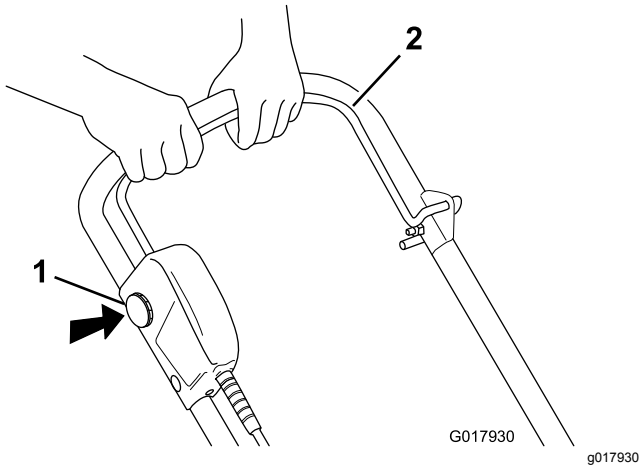

Figur 10
1. Når du skal starte motoren, sett inn sperrenøkkelen, trykk inn og hold sperrebryteren og klem strømkontrollbøylen mot håndtaket (Figur 10).